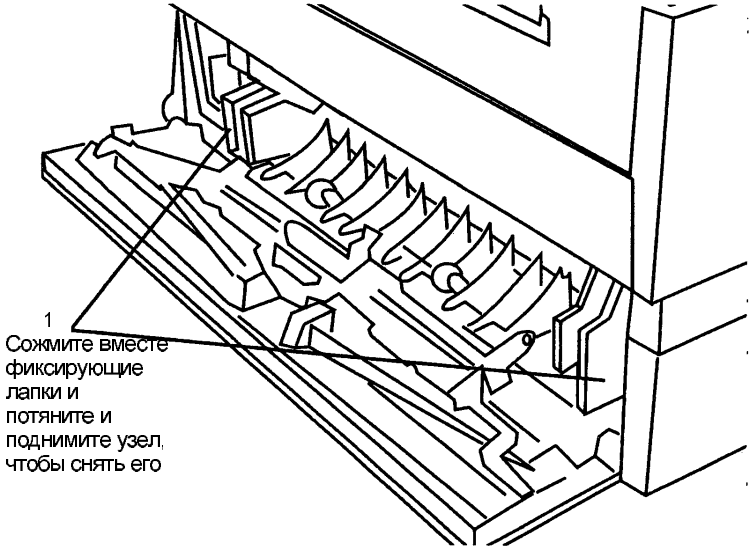

Рис. 1. Демонтаж отводного ролика.
3. Снимите узел отводного ролика лотка 2 (Рис. 1).